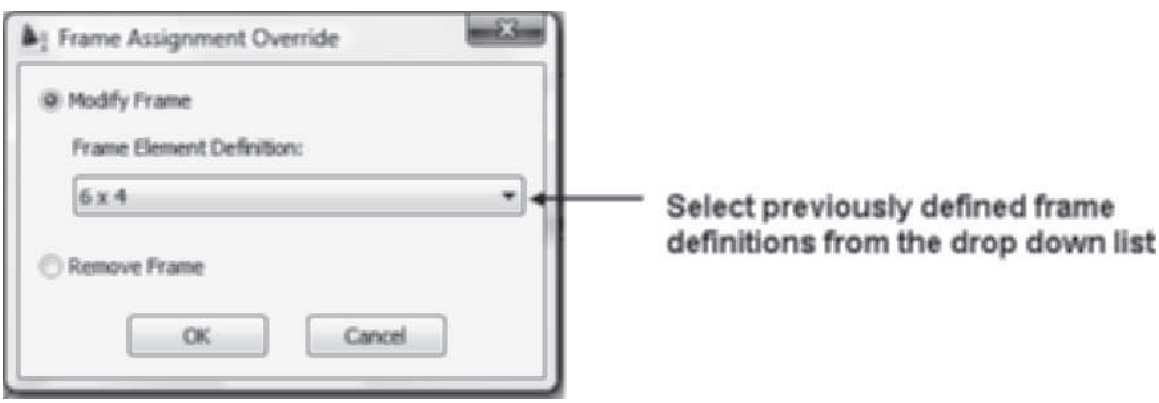

FIGURE 6.22 *Selecting the frame element definition of the Frame Assignment Override*
Frame Assignment Override dialog box is shown in Figure 6.22. The drop-down list of frames is limited to frame definitions defined in the style. The Frame Assignment Override dialog box also allows you to delete the frame at the selected location. This option would allow you to set the frame at the top or header position wider than the other frame components. The following steps list the procedure to create a frame assignment override.
3. Select a frame definition from the drop-down list of the **Frame Assignment Override** dialog box. The frame element shown in Figure 6.22 was previously defined in the style.